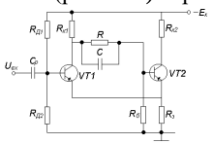

Рис. 1.22
22. Показать по схеме несимметричного триггера Шмитта (рис.1.22) через какие элементы схемы осуществляется цепь ООС.